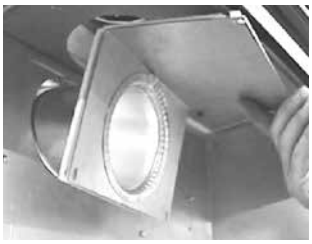

Fig. 2
F. Secure the flue collar assembly, gasket and rear exit shield using the four hex head 3/8" thread cutting screws **(Fig. 2)**.